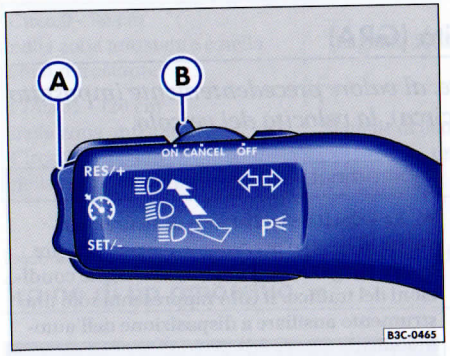

Fig. 44 Leva degli indicatori di direzione e degli abbaglianti: tasto doppio Ⓐ e interruttore Ⓑ del regolatore di velocità
– Spostare verso sinistra l'interruttore ⇒ fig. 44 Ⓑ, posizionandolo su ON.